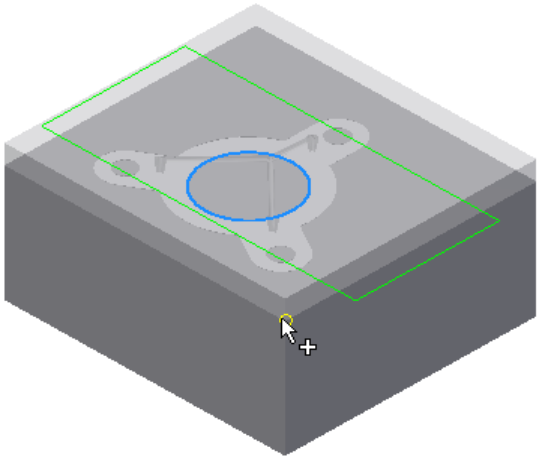
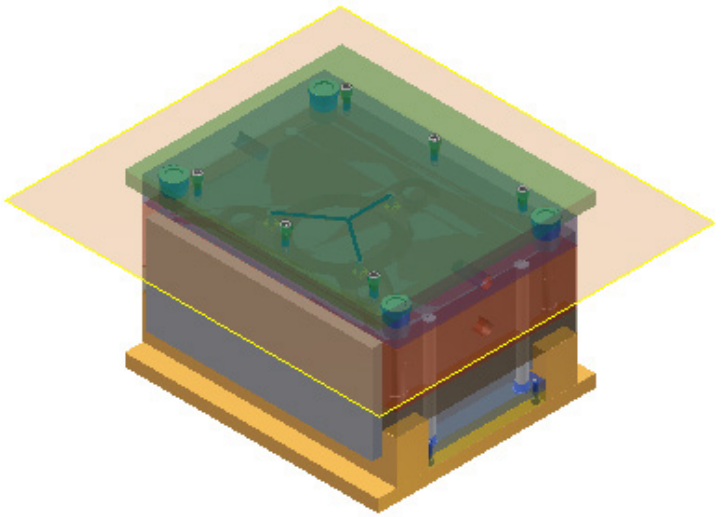

Figure 19-85 *The point to be selected on the workpiece*
Figure 19-86 *The mold base created*
3. Click at the location as, shown in Figure 19-85, and then choose the **OK** button from the dialog box; the mold base is created, refer to Figure 19-86.